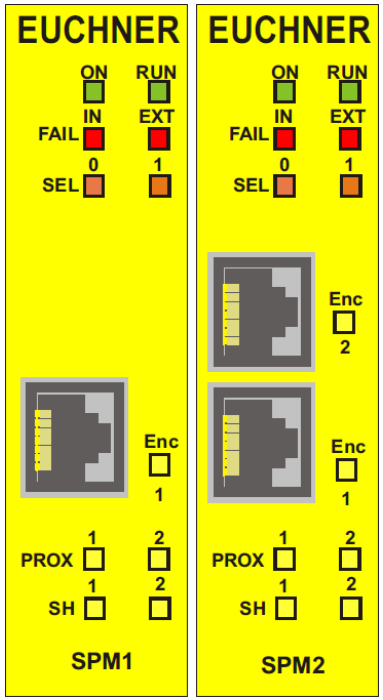

Bild 26:
8.3.14. Module SPM0 – SPM1 – SPM2 *(Bild 26)*